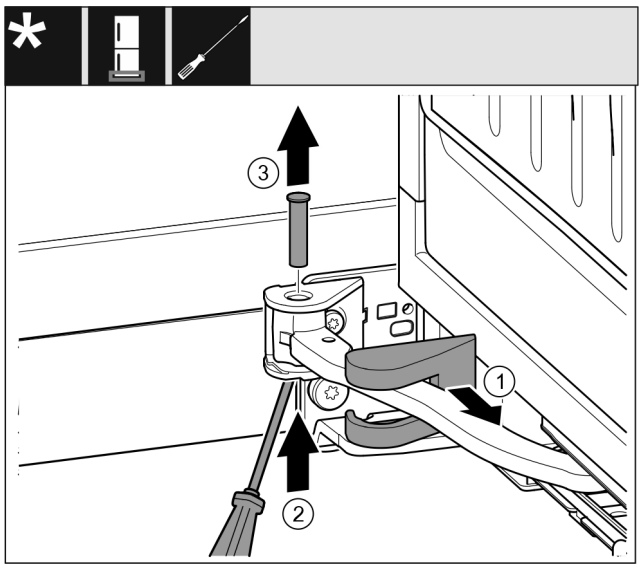

Fig. 19
▶ Stáhněte kryt stojanu ložiska *Fig. 19 (1)* a posuňte podél kloubu.
▶ Čep *Fig. 19 (2)* zespodu nadzvedněte šroubovákem.
▶ Čep *Fig. 19 (3)* vytáhněte shora.